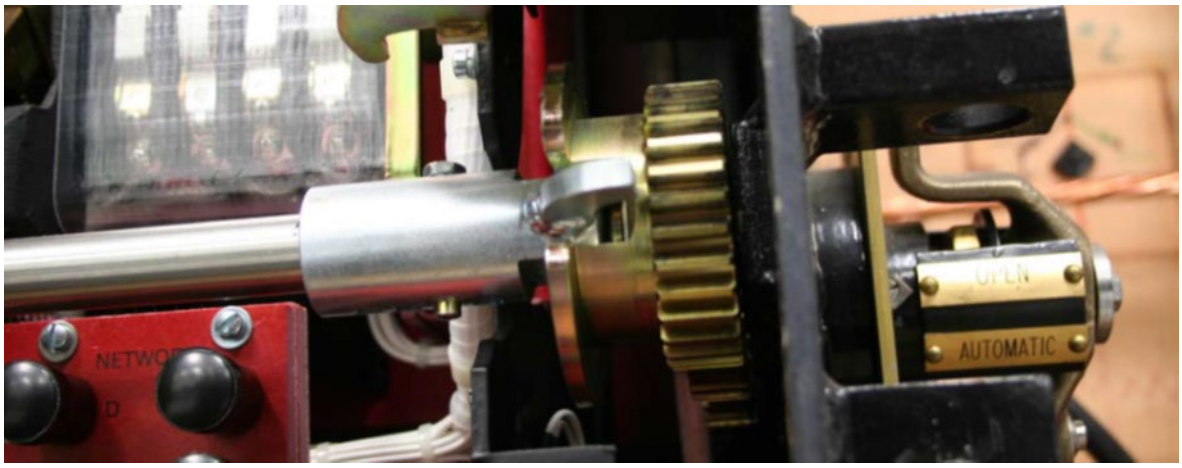

Figure 4 – Operating Handle Properly Aligned
2. Roll the unit back into the housing to its installed position. Proper alignment of the shaft dog is assured when the two flat surfaces of the shaft dog are fully engaged in the slot on the enclosure's geared operating handle. See Figure 4.